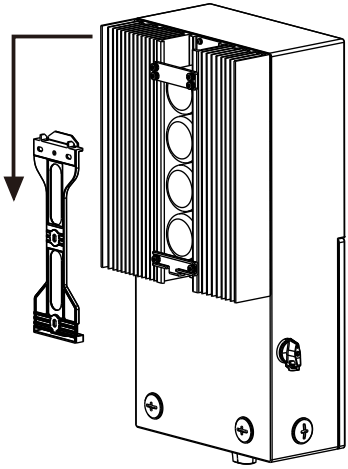

Figure 4.6 Wall Mount Bracket
4.Lift up the inverter (be careful to avoid body strain), and align the back bracket on the inverter with the convex section of the mounting bracket. Hang the inverter on the mounting bracket and ensure the inverter is secure (see Figure 4.6)